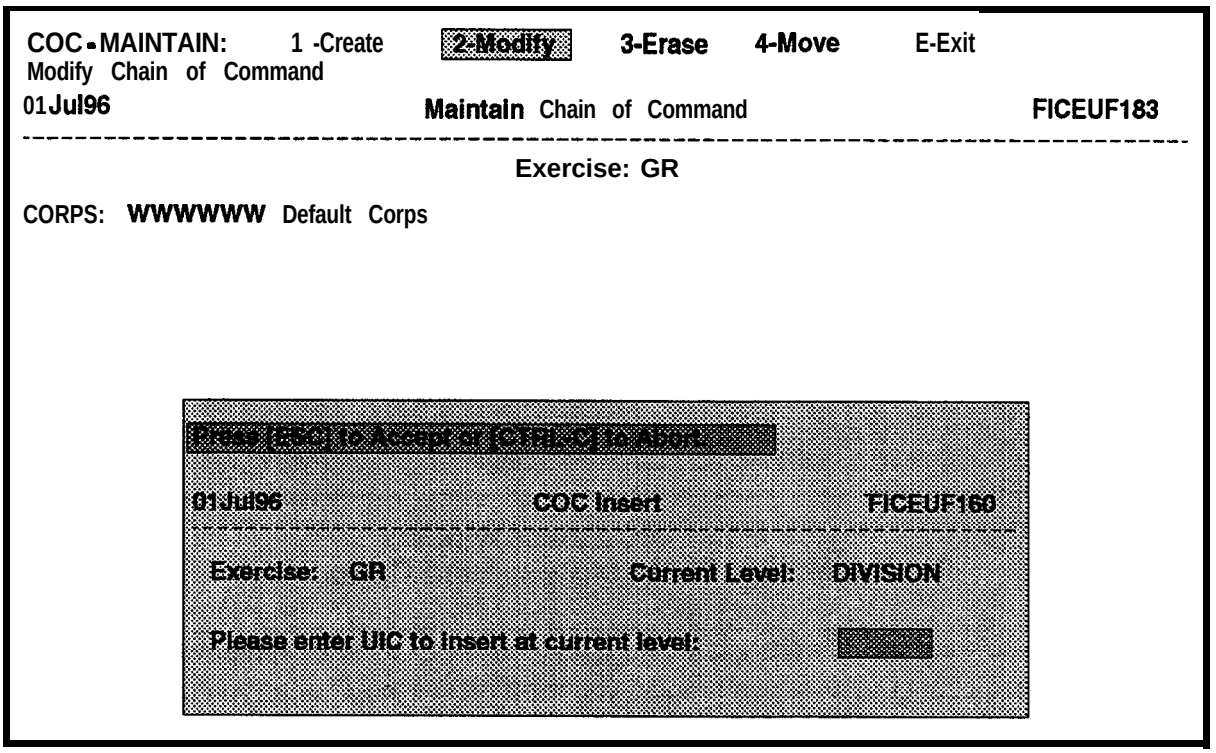

Figure 6-12. COC Insert Window for the Modify Chain of Command Option
(a) Enter y in response to this prompt if you want to insert a UIC at the selected level. The COC Insert window will be displayed as shown in Figure 6-12. The following prompt will be displayed near the bottom of the window:
(1) Press **F1** to display the COC Insert window as shown in Figure 6-12 (page 6-26).
(a) Enter y in response to this prompt if you want to insert a UIC at the selected level. The COC Insert window will be displayed as shown in Figure 6-12 (page 6-26). The following prompt will be displayed near the bottom of the window: